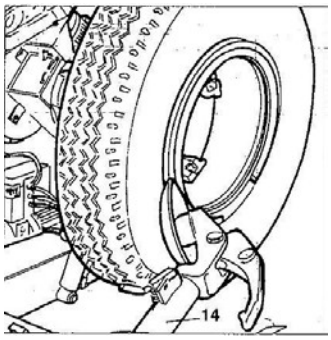

Рис. 7.16
2) Опустите подвес держателя инструмента (14, рис. 7.16) в рабочее положение таким образом, чтобы он зафиксировался в положении при помощи своего крюка.
3) Установите необходимый уровень разбортировочного диска в соответствии с ободом (см. рис. 7.16.)
7) Переместите подвес держателя инструмента (14, рис. 7.16) назад от края обода. Ослабьте крюк и установите рычаг в нерабочее положение. Переместите подвес держателя инструмента во внутреннюю плоскость колеса.